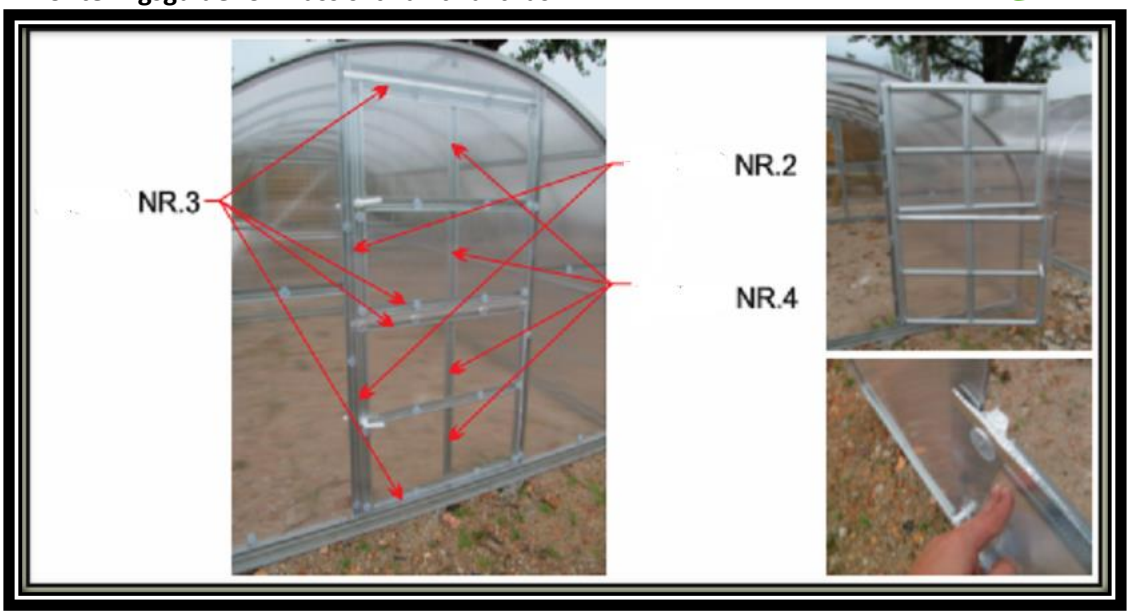

Bild 20
18. Konstruktion vid dörr/fönster. Alla delar som hör till dörren ska sättas ihop till en rektangel. (DÖRR Nr. 1; DÖRR Nr. 2; DÖRR Nr. 3) med skruvar M5-12 (16) och muttrar M5 (19). Skruva fast den tvärgående delen av dörren i det monterade ramverket. Den del av dörren eller fönstret som har gångjärn måste skruvas fast i dörr- eller fönsterkarmen med skruvar M5-12 (16) och muttrar M5 (19) (Nr. 8) (Bild 20). **Notera: Dörren måste fästas vid dörrkarmen medan den är öppen och med den längre delen av gångjärnet mot hålet, genom polykarbonaten.**